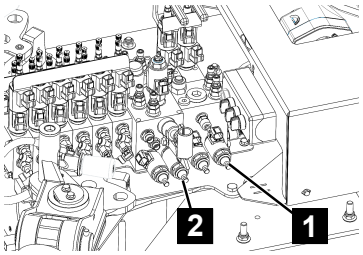

Fig. 173
4. Screw in the valve (Fig.173/1) clockwise.
5. Screw in the outrigger release valve (Fig.173/2) clockwise.